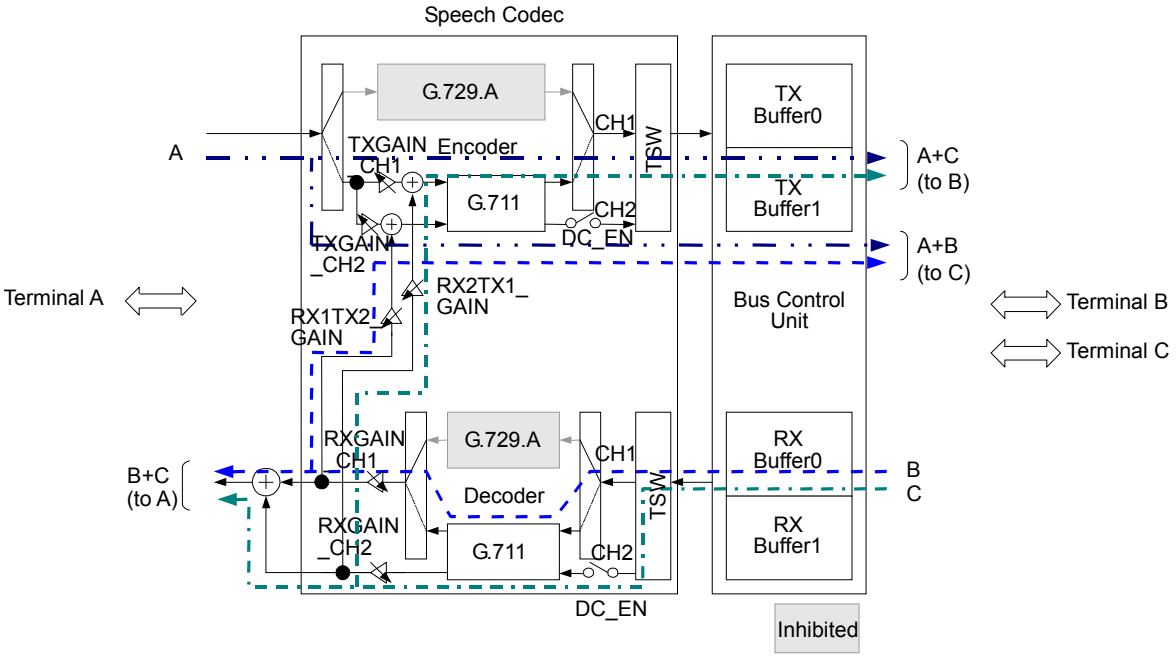

Figure 31 Transmit/Receive Data Flow at 2-Channel Operation
This function enables 3-way communication between the NW side (2 parties) and the terminal side (1 party). Figure 31 shows the transmit/receive data flow in Speech CODEC under the three-way communication that is performed between the terminal (A), which is connected to the analog interface of this LSI, and the terminal (B) and another terminal (C) on the NW side.